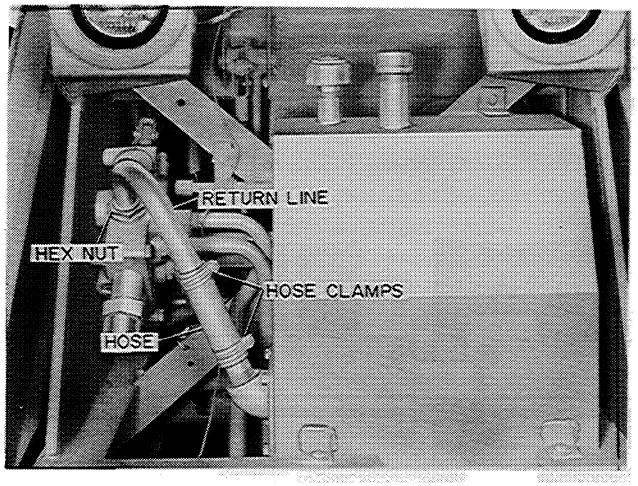

Figure D-3
1. Loosen the return line hose clamps and remove the return line hose, Figure D-3. Loosen the large hex nut on the control valve.